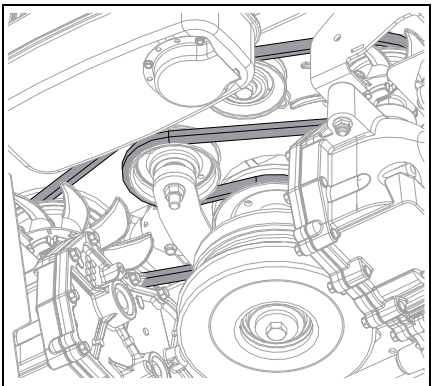

Bild 32
1. Montera framdrivningsremmen. Se Bild 32.